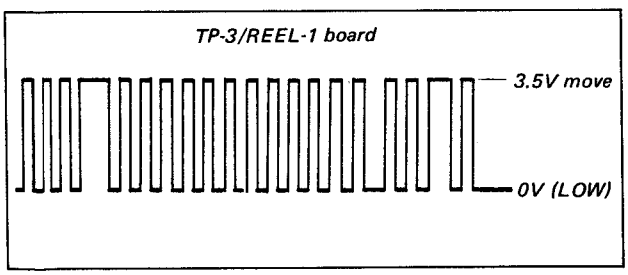

Fig. 5-10.
3. Connect scope to TP-3 on the REEL-1A board confirm that the output is as shown in Fig. 5-10. If the output is always HIGH or LOW, adjust RV-7/REEL-1A board.